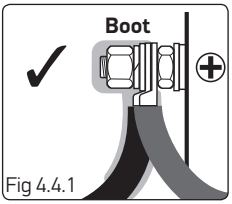
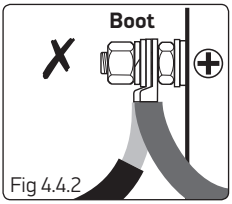
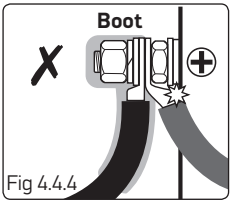

Fig 4.4.1
Fig 4.4.2
Fig 4.4.4
- Correct installation. Supplied cable boots are used and no bare wires exposed (Fig 4.4.1).
- Live wire exposed! (Fig. 4.4.2). Correct the cable installation to match (Fig 4.4.1).
- Crimp inver ted and is touching motor! (Fig 4.4.4). Correct the cable installation to match as (Fig 4.4.1).